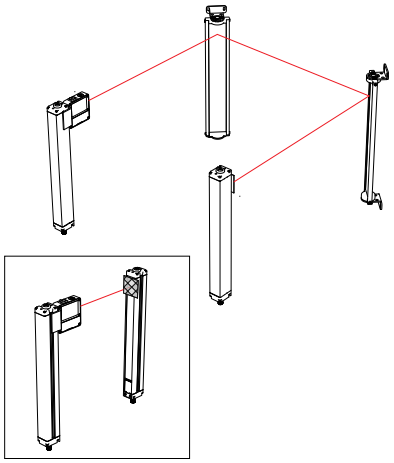

*Abbildung 12. Optische Ausrichtung mit dem LAT-1-SS*
**Anmerkung:** Ein LAT-1-SS Laserausrichtwerkzeug ist sehr hilfreich, weil es einen sichtbaren roten Punkt entlang der optischen Achse erzeugt. Siehe Abbildung 12 auf Seite 36 und den Banner-Hinweis für Sicherheitsanwendungen Nr. SA104 (Ident-Nr. 57477) für weitere Informationen.